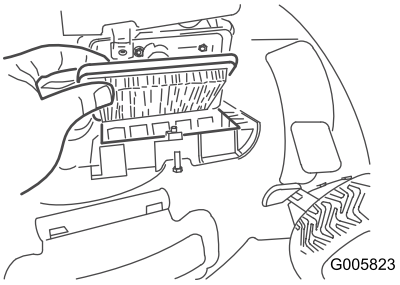

Figur 21
1. Använd en skruvmejsel för att öppna luftfilterskyddet (Figur 21).